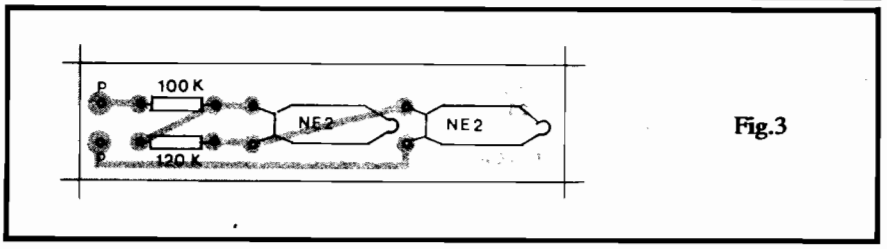
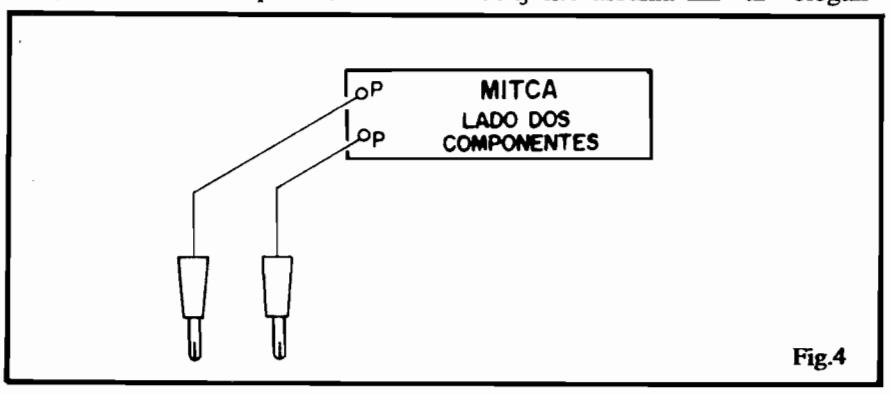

Fig.3
Fig.4
- **FIG. 3** - Diagrama da montagem, propriamente, com os componentes já posicionados (sobre o lado não cobreado da plaquinha), no que convencionamos chamar, aqui em APE, de "chapeado"... Não há **o que** errar! Quem ainda (AINDA???) não estiver muito prático na leitura dos valores dos resistores, poderá sempre recorrer ao TABELÃO APE (no começo de toda Revista, lá junto às INSTRUÇÕES GERAIS PARA AS MONTAGENS...). O importante, para manter a compaticidade do conjunto, é posicionar os resistores bem rentes ("deitados") à superfície da placa, devendo o Leitor notar ainda que as duas lâmpadas de Neon também são montadas "deitadas", uma após a outra, em "linha". Os terminais das ditas lampadinhas são flexíveis, permitindo esse posicionamento, sem problemas... Quem quiser fixar bem as lâmpadas na posição, poderá fazê-lo com uma gotinha de adesivo de cianocrilato ("Superbonder" e congêneres...) entre o bulbo de vidro e a superfície da placa, porém talvez isso nem seja necessário. Observar bem a qualidade dos pontos de solda (pelo lado não cobreado da placa), bem como a ausência de "curtos" ou "corrimentos", antes de dar-se por satisfeito, só então cortando as sobras de terminais.
- **FIG. 4** - Conexões externas à placa. São apenas duas, feitas aos pontos "P-P" (ver também a fig. 3) e correspondentes aos fios das pontas de teste. Para que o manuseio fique prático, esses fios não devem ser muito curtos, nem longos demais. Um tamanho em torno de 50 cm. nos parece ideal. Às extremidades livres dos fios devem ser soldadas as pontas de prova **isoladas** (devem ter plástico, borracha ou baquelite, nas regiões onde o operador **as segura**, durante um teste...). Ainda para efeito de praticidade, convém que os fios de teste sejam do tipo bem flexível (não é bom usar fio grosso e rígido, que tornaria o uso incômodo,além de facilitar a eventual "quebra" da ligações, numa torção muito brusca ou forte...).